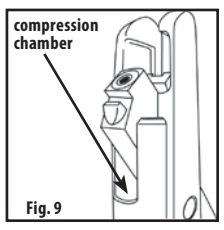

Fig. 9
4. Your airgun will maintain proper function longer if you oil it every 250 shots. Apply one drop of Crosman Silicone Oil into the compression chamber (Fig. 9) (model rmcoil- available at crosman.com).